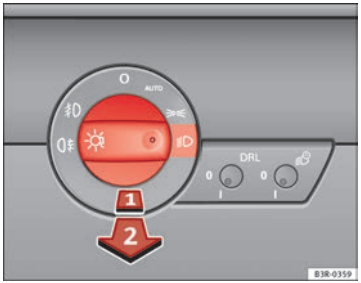

Fig. 85 Detailed view of the dash panel: Light switch
– Turn the light switch ⇒ fig. 85 to position ≡D.
– Do ⇒ fig. 85 **not** turn the light switch to the symbol .
– Then pull the light switch out to the *first* stop (1).
– First turn the light switch ⇒ fig. 85 to the position or .
– Then pull out the light switch to the second stop (2) to switch on the rear fog light.